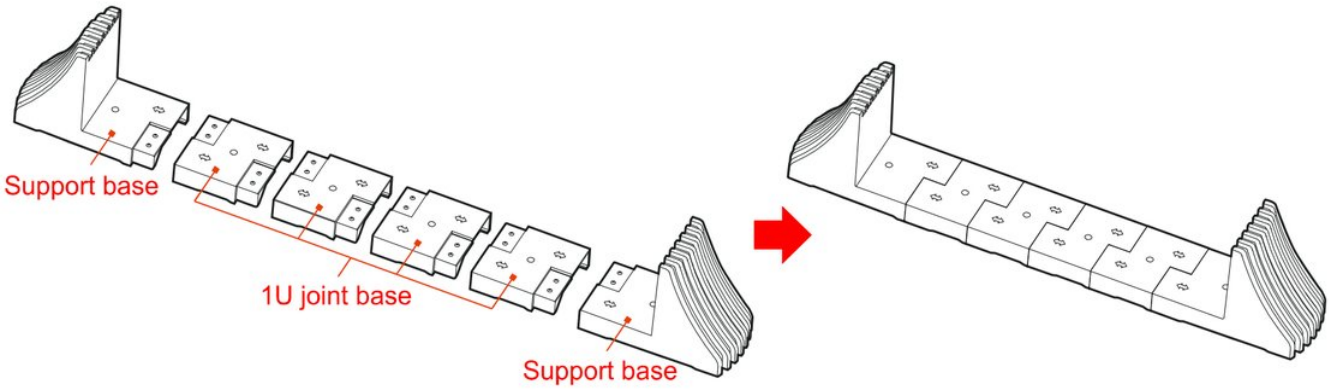

FIGURA 3-4 Assemblaggio della base
1. Prendere una coppia di basi di appoggio e le basi di giunzione 1U e assemblarle, come mostra la Figura 3-4.